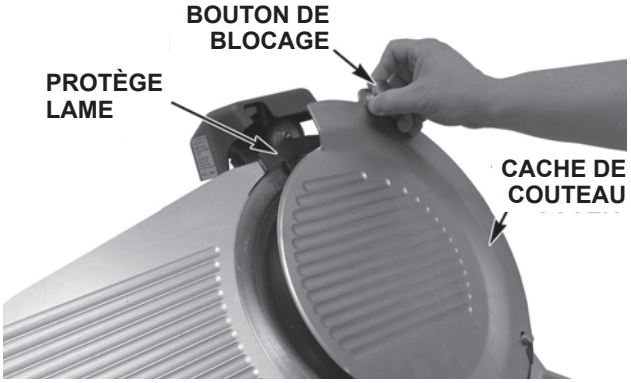

Fig. 24
- Placez le cache du couteau (Fig. 24) sur les deux axes de guidage du bas et abaissez le bouton de blocage jusqu'à ce que l'aimant maintienne le cache du couteau en place.